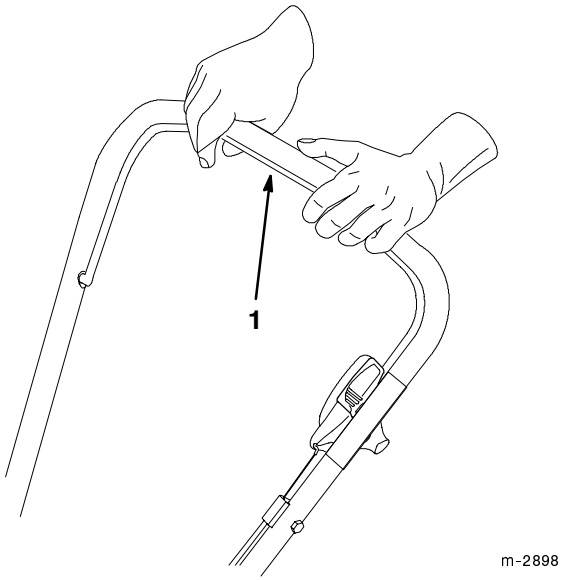

Figure 18
4. Squeeze the control bar to the handle (Fig. 18).